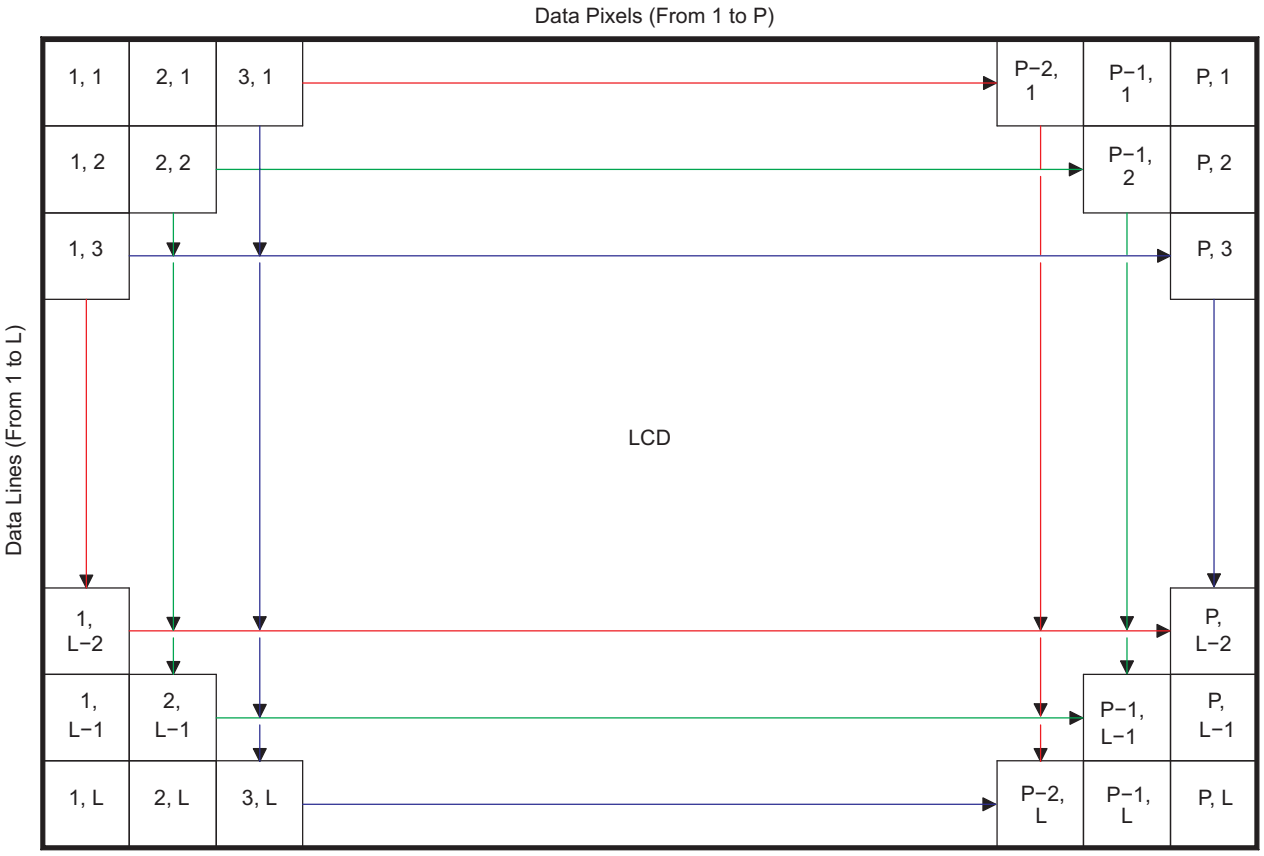
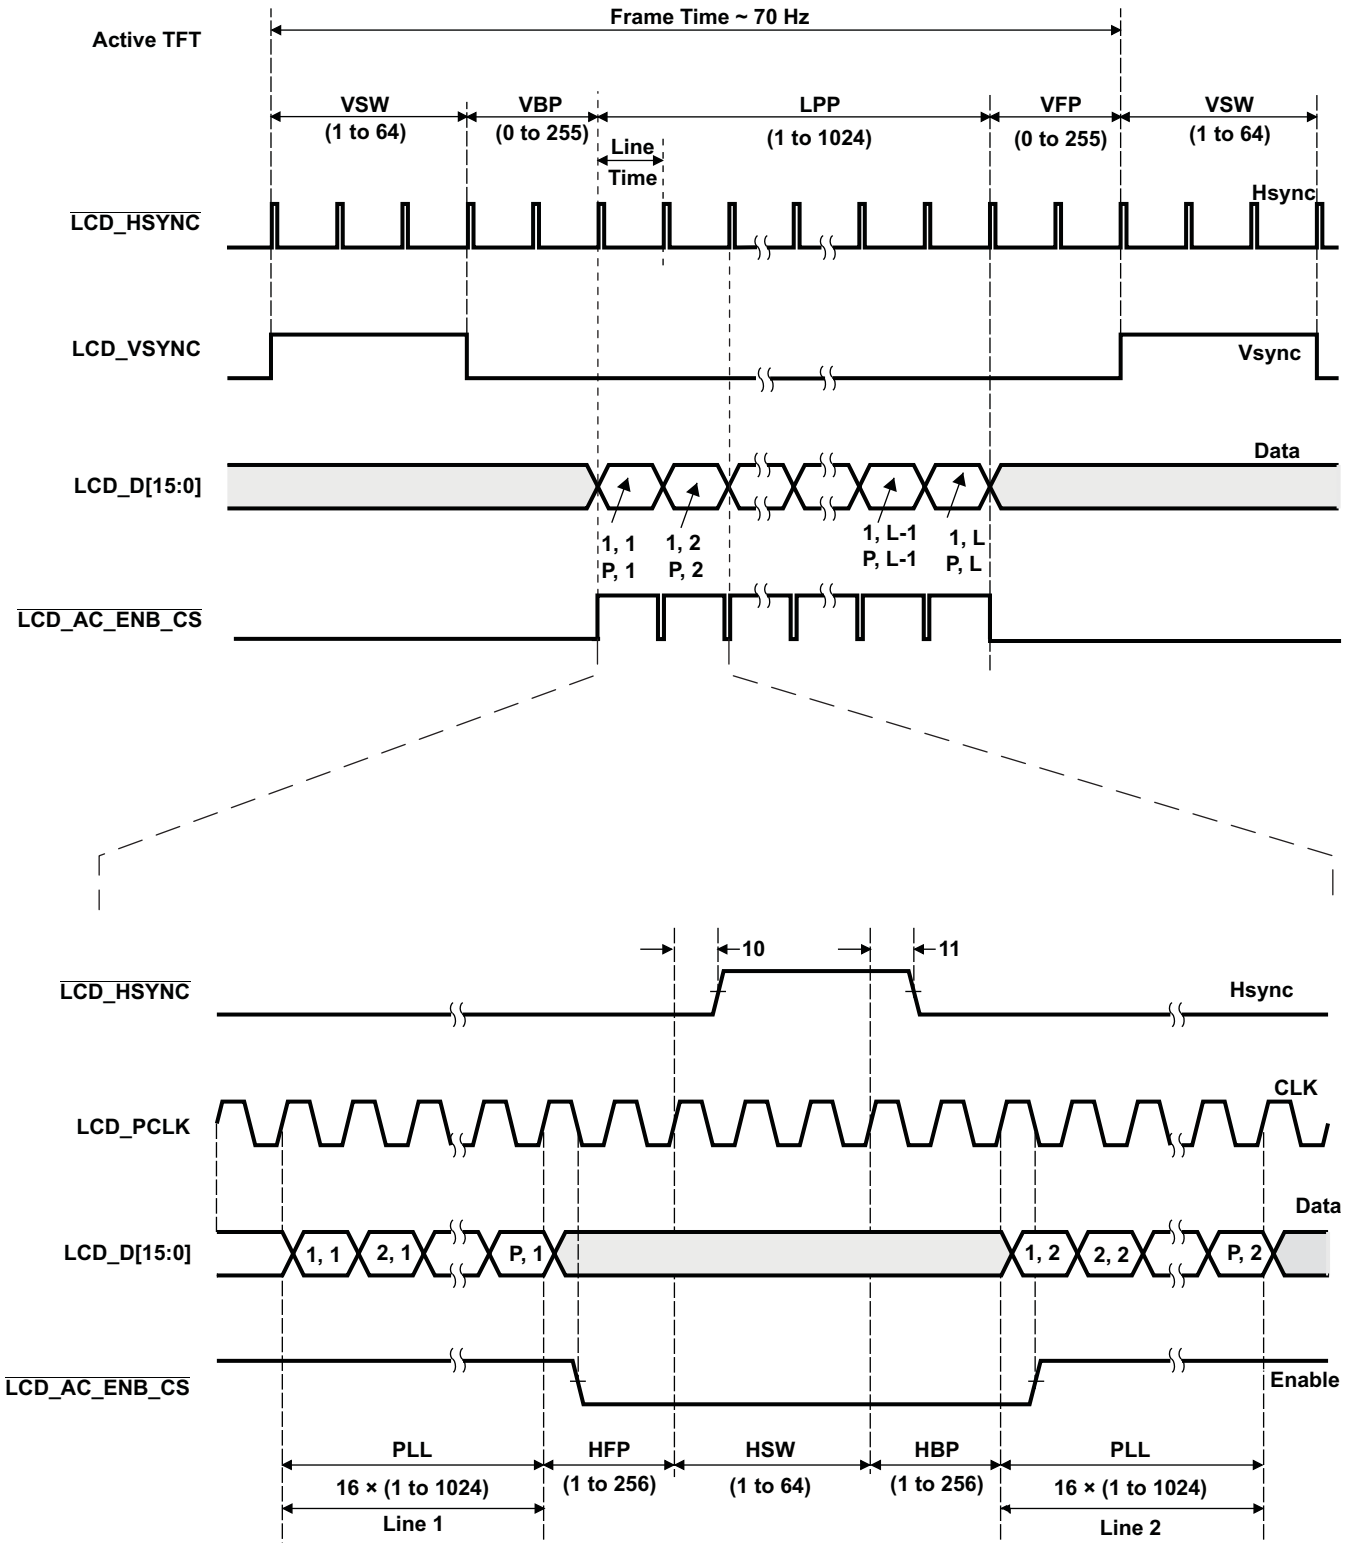
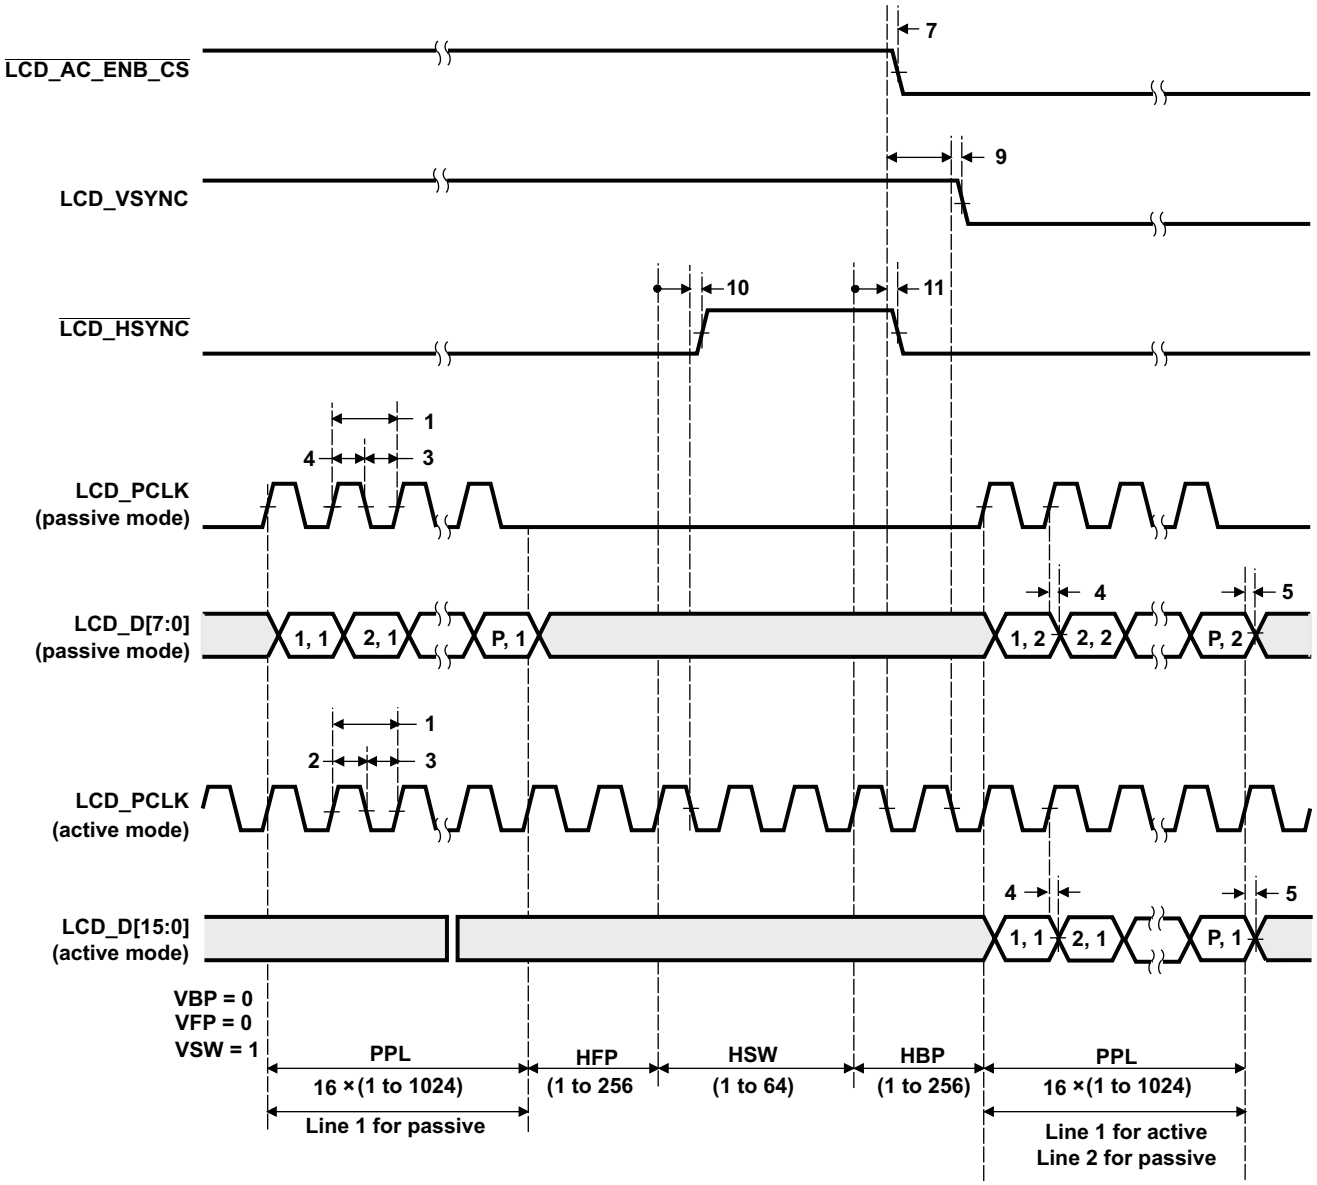

Figure 6-55. LCD Raster-Mode Display Format
Figure 6-56. LCD Raster-Mode Active
Figure 6-59. LCD Raster-Mode Control Signal Deactivation
See Figure 6-55 through Figure 6-59
(1) S2 = SYSCLK2 cycle time in ns
(2) The activation edge of the control signals LCD_VSYNC and LCD_HSYNC may be programmed to either the rising or falling edge of the pixel clock through the LCD (RASTER_TIMING_2) register. In Figure 6-56 through Figure 6-59, all signal polarity and activation edges are based on the default LCD (RASTER_TIMING_2) register settings.
The display format produced in raster mode is shown in Figure 6-55. An entire frame is delivered one line at a time. The first line delivered starts at data pixel (1, 1) and ends at data pixel (P, 1). The last line delivered starts at data pixel (1, L) and ends at data pixel (P, L). The beginning of each new frame is denoted by the activation of I/O signal LCD_VSYNC. The beginning of each new line is denoted by the activation of I/O signal LCD_HSYNC.